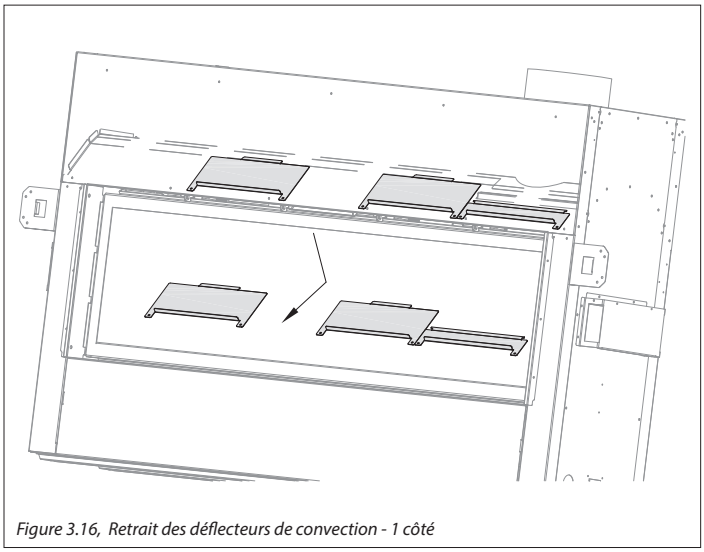

Figure 3.16, Retrait des déflecteurs de convection - 1 côté
2. Retirez du foyer les (6) déflecteurs de convection. Ces déflecteurs sont fixés chacun par (2) vis, derrière le bord supérieur des deux ouvertures du foyer. Voir la Figure 3.16. Recyclez ces panneaux car ils ne seront plus nécessaires.